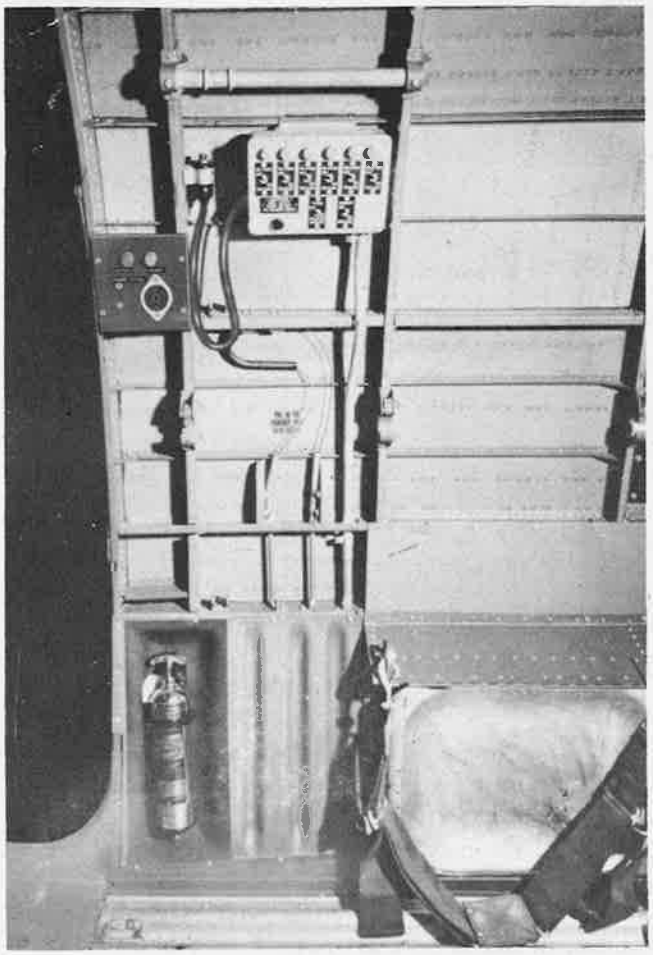

Figure 608—Jumpmaster's Release Controls
The selective control is operated through toggle switches on the parachute pack control box. These switches are operated by the jumpmaster. The control box is mounted on the left-hand side of the fuselage just forward of the cargo compartment door (figure 608). The six toggle switches on the electrical control box provide for the individual release of the packs. Each of six green parachute pack release indicator lamps, located on the electrical control box just above the selective switches, goes off, one at a time, as each pack is released. The red indicator lamp, located below the selective switches, is off when the circuit breaker switch and the master switch are "ON." Packs cannot be electrically released when the red lamp is "ON."
3. ELECTRICAL SERIES CONTROL. – This control is operated through a hand switch located on the parachute pack control box and is controlled by the jumpmaster. This switch is a push-button type (figure 608) connected to the electrical control box by a length of flexible wire. It provides a means of releasing the packs one at a time in the following order: (1) right aft, (2) left aft, (3) right center, (4) left center, (5) right forward, (6) left forward. When not in use the switch is clipped to the fuselage frame aft of the control box (figure 608).
4. JUMPERS' SIGNAL BOX.–This signal box is attached to the first frame forward of the cargo loading door, slightly below the electrical series control box. It is equipped with a red lamp marked "CAUTION" and a green lamp marked "JUMP" (figure 608). The lamps are controlled by the pilot and act as a signal to the jumpmaster to indicate when conditions are favorable for jumping. In some airplanes this jumpers' signal box was mounted directly above the cargo loading door.
5. MANUAL SALVO CONTROL.–The manual salvo control is operated by pulling a handle located on the left fuselage wall between the forward cargo door forward jamb and the first frame forward. The handle (figure 608) is U-shaped, painted red, and is provided for the salvo release of all the packs. Two wires run from the handle through conduits in the belly of the airplane and when pack racks are installed the wires extend forward and connect with the manual release mechanism on each rack. When the racks are not installed the handle is stowed in a clip attached to the fuselage frame below the release control box (figure 608).
2. Remove the jumpmaster's manual release control handle from the clip and push the control handle down flush with the flexible guides. (See figure 608.) This forces the manual release control wires through the conduits so that the ends protrude through the conduit ends on the belly of the airplane.